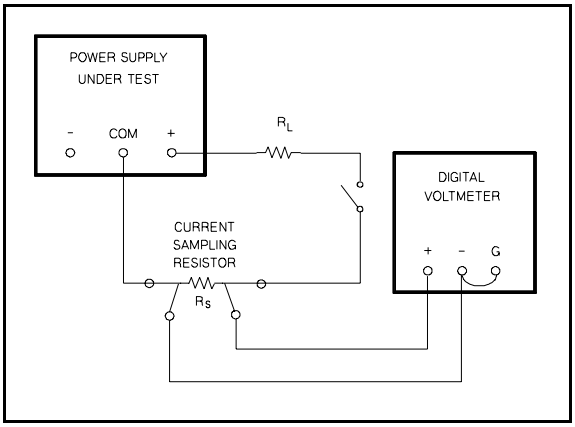

Figure A-5. Output Current, Test Set UP
g. Connect the test setup shown Figure A-5 to the +6V output. Make the total resistance of R_L and the current sampling resistor equal to 2.4Ω to permit operating the output at full load. R_L should have a power rating of at least 20 watts.
j. Check the rated output and ammeter accuracy of the +20V and -20V supplies similarly by connecting the test setup of Figure A-5 to each output in turn. For each 20V supply: make the total resistance of R_L and the current sampling resistor 40 Ω, set the ±20V VOLTAGE control for a current indication on the DVM of 0.5 A, check that the panel meter indication is within ±(0.5%+2 counts) of 0.5 A (0.48A to 0.52A).
l. Connect the test setup shown in Figure A-5 to the +20-volt output. Substitute a short for R_L and leave the load circuit switch open.
p. Connect the test setup shown in Figure A-5 to the +6V output. Close the switch, set the total resistance of R_L and the current sampling resistor to an initial value of 2.4 Ω or greater, and set the output voltage to 6 volts.